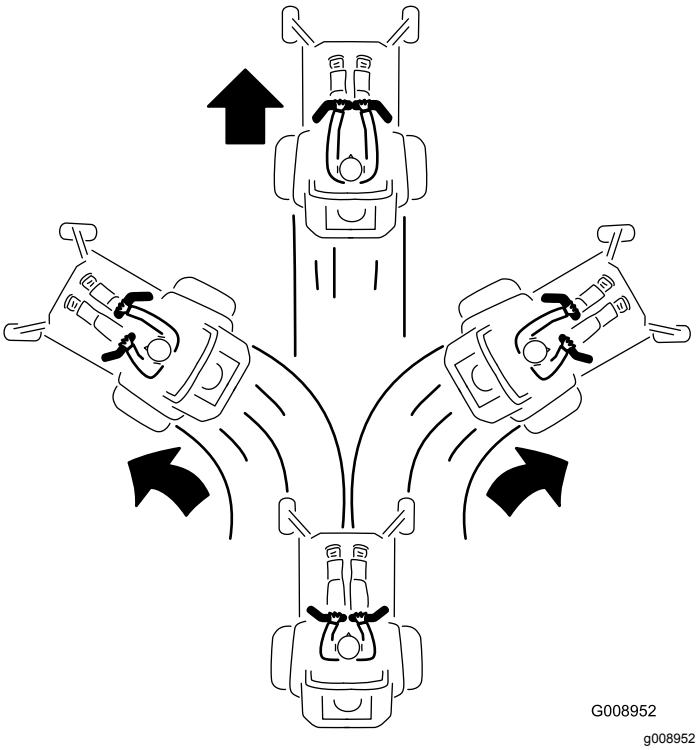

Figur 33
3. Kör framåt genom att försiktigt föra rörelsereglagespakarna framåt (Figur 33).